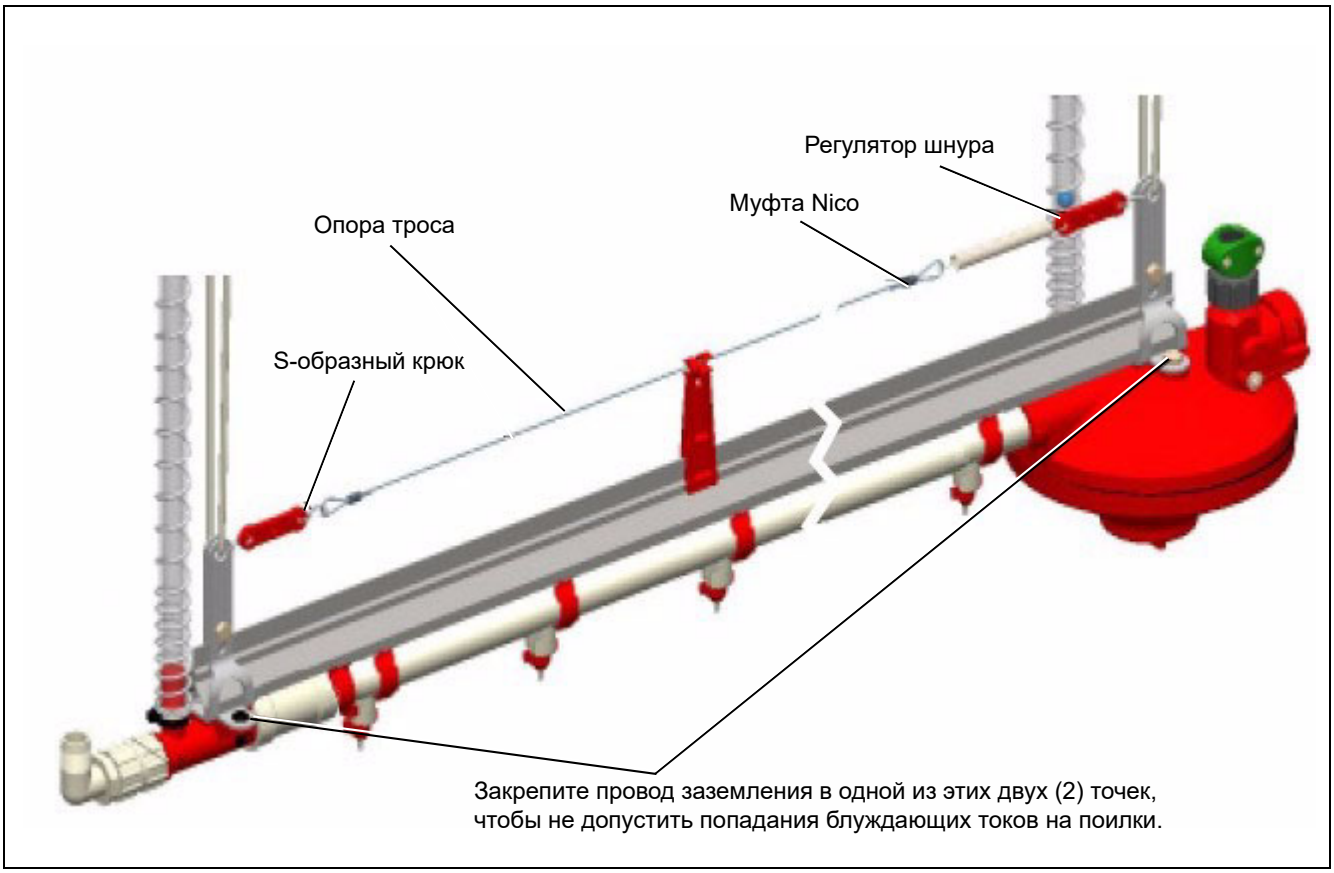

Рисунок 8A
3. Пропустите петлю троса через первую муфту Nico и плотно обожмите. Зацепите первую петлю на конце без пружины. Пропустите трос через все опоры и вытяните его с другой стороны. Обрежьте трос, оставив большой запас. Излишек можно будет отрезать позднее. Наденьте муфту Nico на трос. Сделайте петлю из троса, наденьте на крюк пружины и пропустите обратно через муфту Nico. Вытяните лишний трос так, чтобы пружина растянулась примерно на 1 1/2", затем плотно обожмите. *(см. рисунок 8A.)*